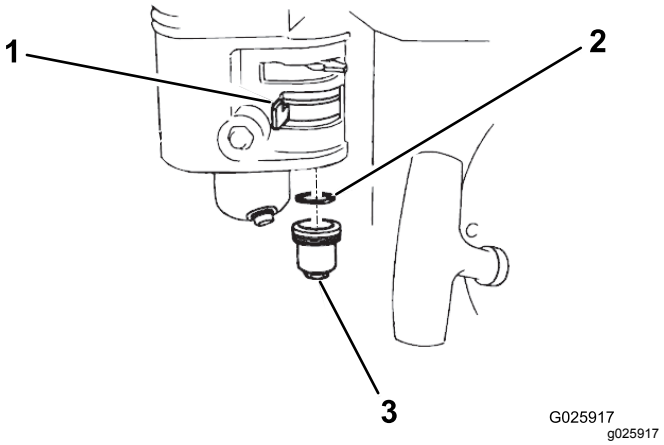

図 33
2. 燃料バルブを OFF 位置にする図 33。
3. 異物収集カップと O リングを外す図 33。
6. Oリングを燃料バルブにセットし、カップを元通りに取り付ける図 33。異物収集カップを十分に締め付ける。